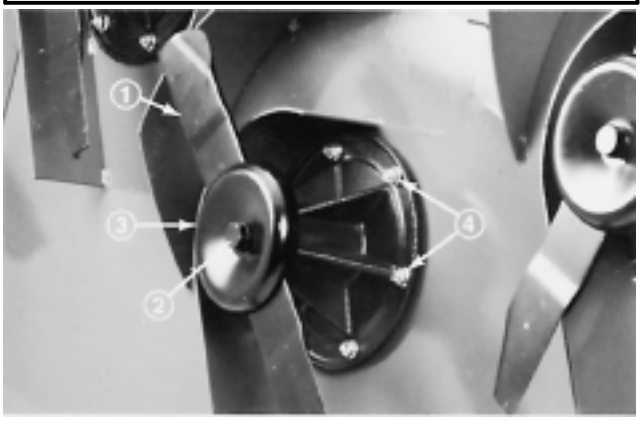

Figure 60
2. Using a rag or thickly padded glove, grasp end of blade. Remove blade bolt, lockwasher, anti−scalp cup and blade from spindle assembly (Fig. 60).